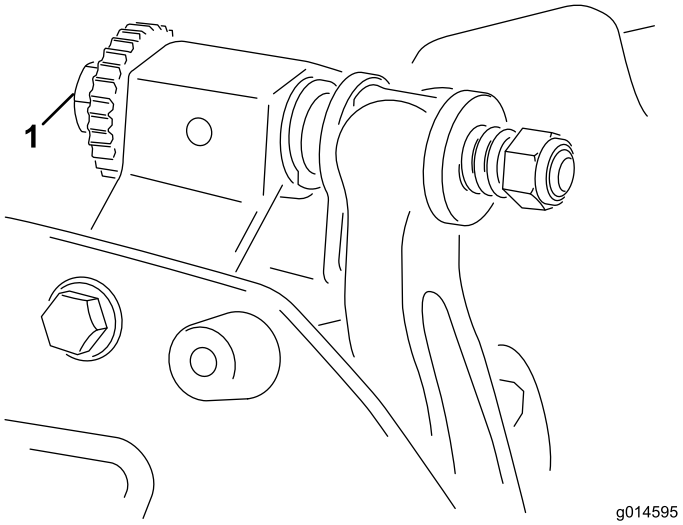

Figura 4
1. Collocate l'apparato di taglio su una superficie piana e orizzontale. Accertatevi di eliminare il contatto del cilindro ruotando le viti di regolazione della barra di appoggio in senso antiorario (Figura 4).